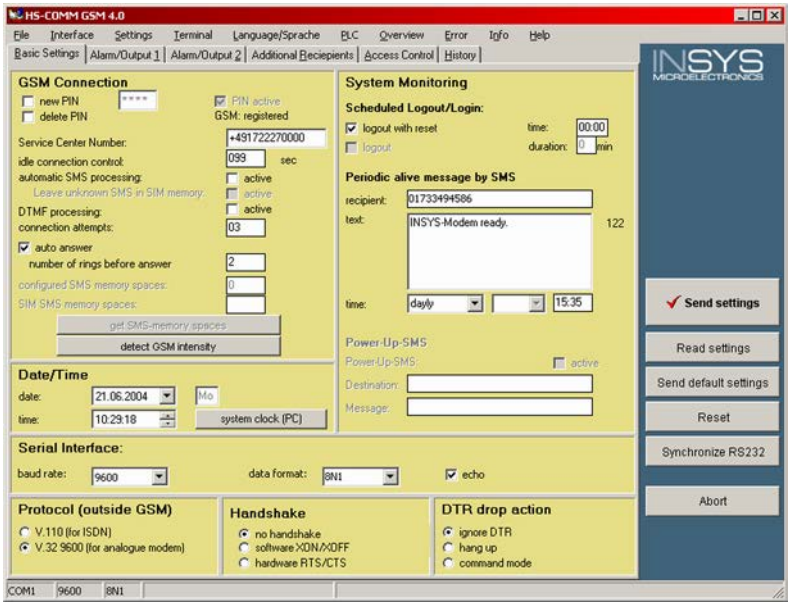

Fig. 199: GSM modem - basic settings
1. Set up the modem as shown in (Fig. 199) on the *"Basic Settings"* tab.